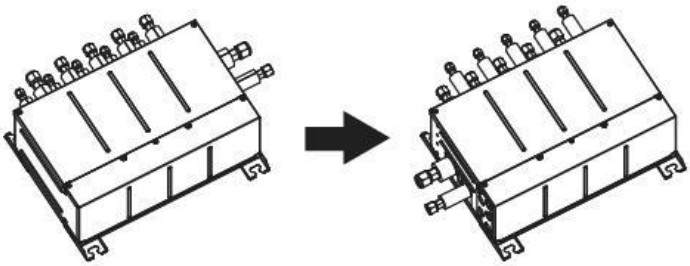

Fig. 4-5
4.1. La dirección de los tubos puede cambiarse (Fig. 4-5)